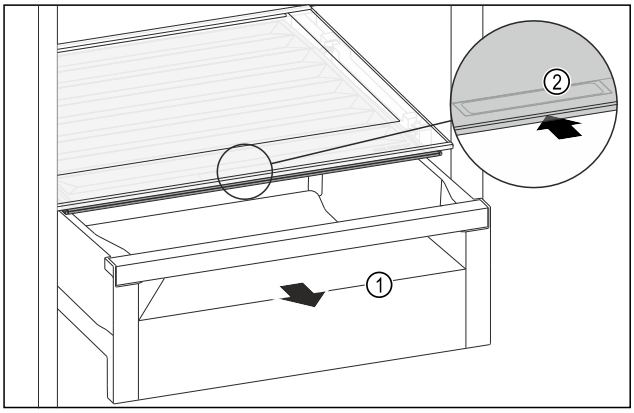

Fig. 74
▶ Извлеките выдвижной ящик *Fig. 74 (1)*.
▶ Возьмитесь за утопленную ручку *Fig. 74 (2)* на крышке отделения и одновременно введите крышку отделения назад.